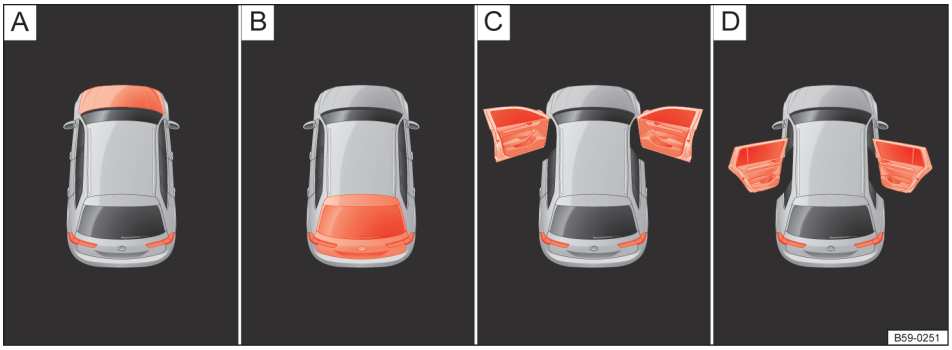

图 16 显示屏显示：A. 发动机舱盖处于打开状态 B. 行李厢盖处于打开状态 C. 前车门处于打开状态 D. 后车门处于打开状态
- 车门、发动机舱盖和行李厢盖未关闭→图 16
→图 16 说明：
- 车门、发动机舱盖和行李厢盖未关闭→ 图 16